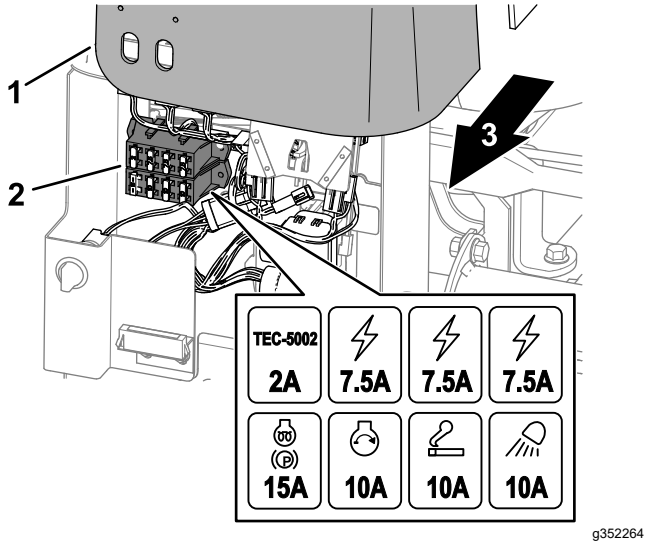

Figur 68
1. Løft dækslet af styrearmen (Figur 68).
2. Find den åbne sikring i sikringsholderen eller sikringsblokken (Figur 68).
4. Monter dækslet på styrearmen (Figur 68).